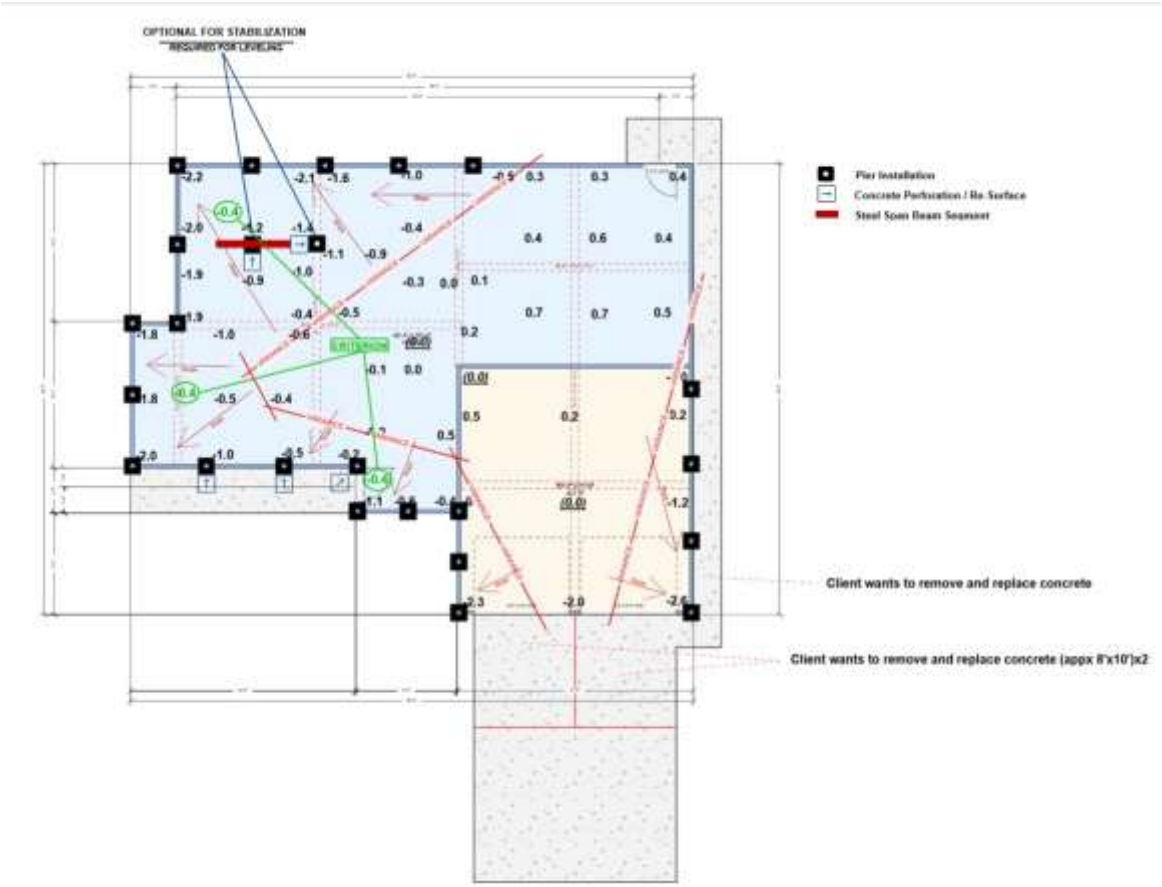

Figure 1: Pier Location Diagram — Address Removed for Confidentiality | Foundation Repair Company
- Refer to Figure 1 below for all 24 pier placement locations — 22 perimeter and 2 interior.